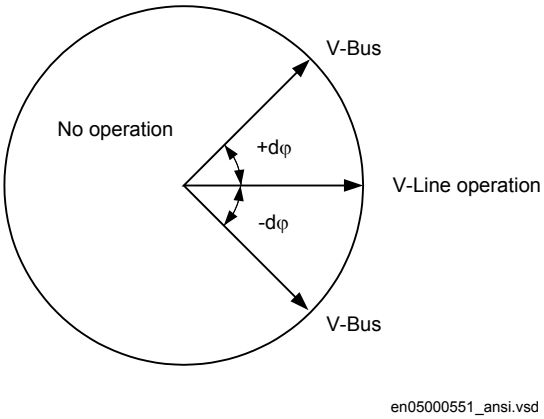

Figure 63: Test of phase difference
The test can be repeated with other phase difference values to verify that the function operates for values lower than the set ones, *PhaseDiffM* and *PhaseDiffA*. By changing the phase angle on the voltage connected to V-Bus, between ± dφ degrees, the user can check that the two outputs are activated for a phase difference lower than the set value. It should not operate for other values. See figure 63.
3. Change the phase angle between +dφ and -dφ and verify that the two outputs are activated for phase differences between these values but not for phase differences outside, see figure 63.